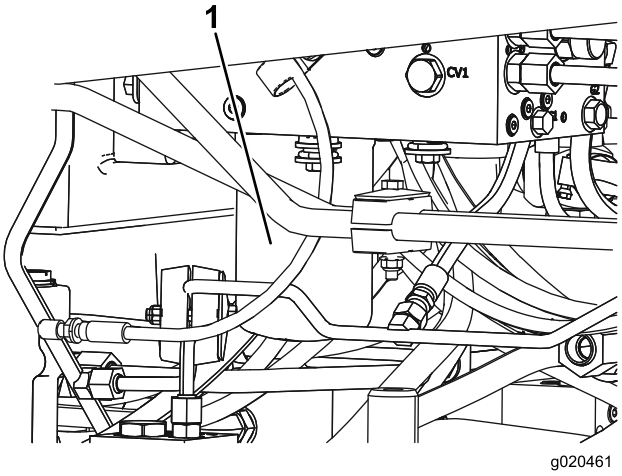

Figur 73
5. Upprepa proceduren för det andra filtret (Figur 73).